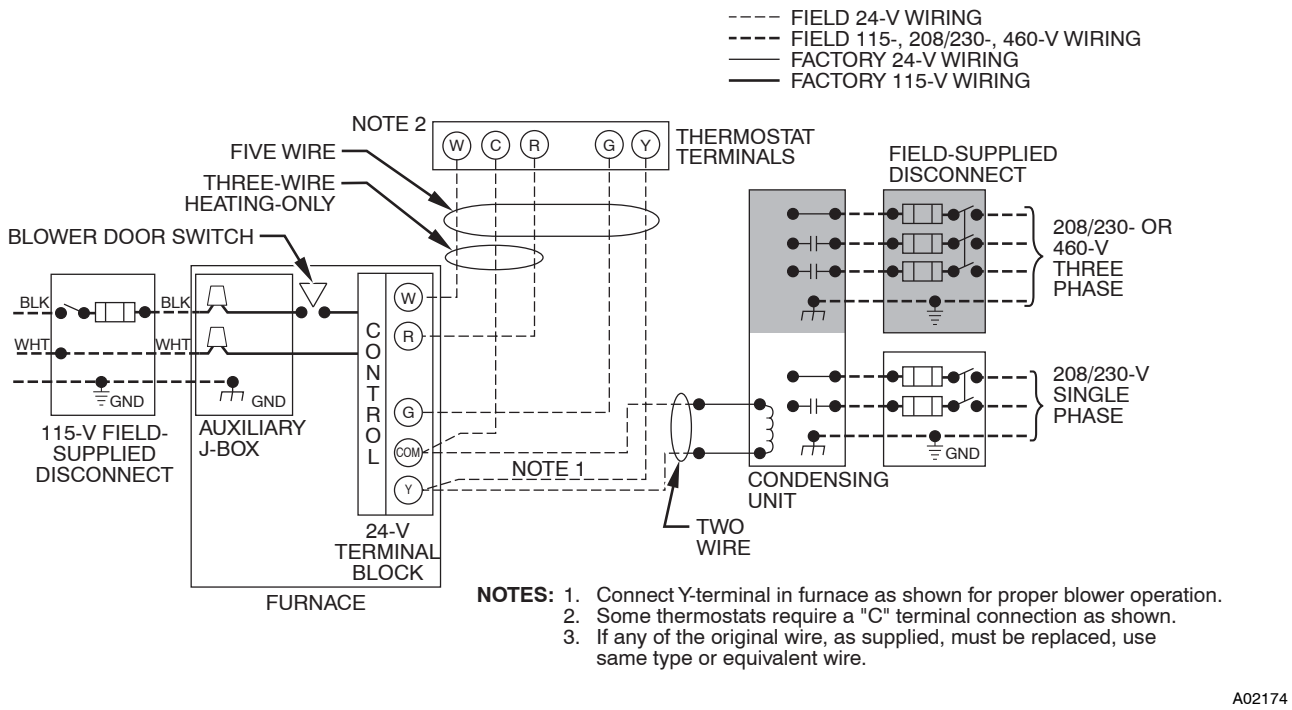
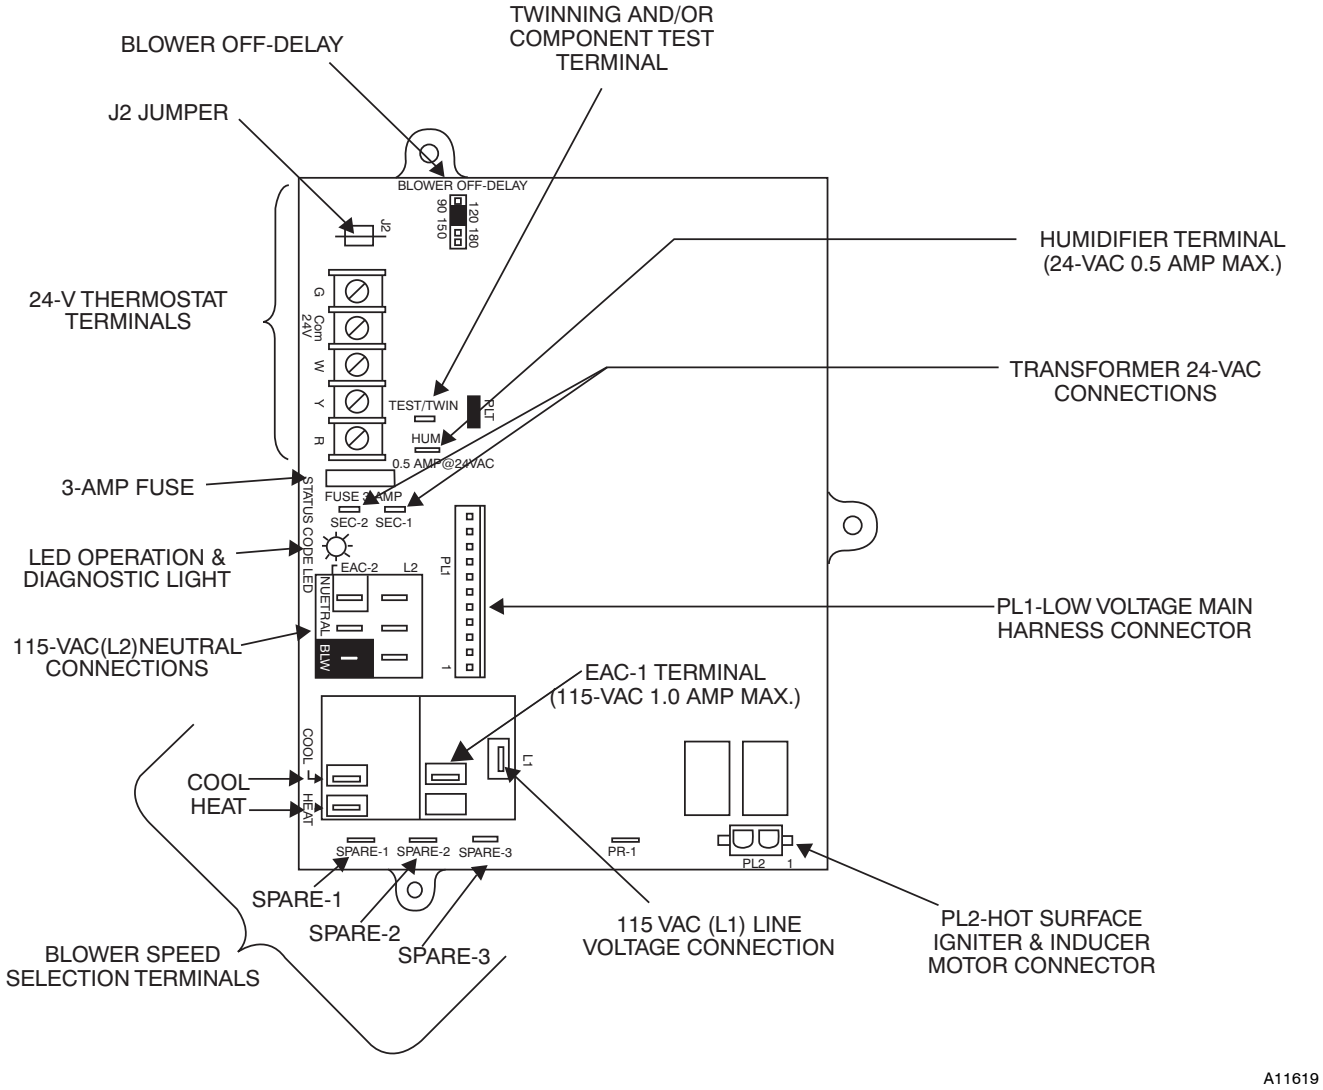

Fig. 36 - Typical Single-Stage Wiring Diagram
Fig. 37 - Example of Single Stage Furnace Control
7. Connect field power and neutral leads to furnace power leads as shown in Fig. 36.
6. Connect power cord power and neutral leads to furnace power leads as shown in Fig. 36.
5. Connect field power and neutral leads to furnace power leads. as shown in Fig. 36.
Make field 24-v connections at the 24-v terminal strip. See Fig. 37. Connect terminal Y as shown in Fig. 36 for proper cooling operation. Use only AWG No. 18, color-coded, copper thermostat wire.
The 24-v circuit contains an automotive-type, 3-amp. fuse located on the control. Any direct shorts during installation, service, or maintenance could cause this fuse to blow. If fuse replacement is required, use ONLY a 3-amp. fuse of identical size. See Fig. 37.